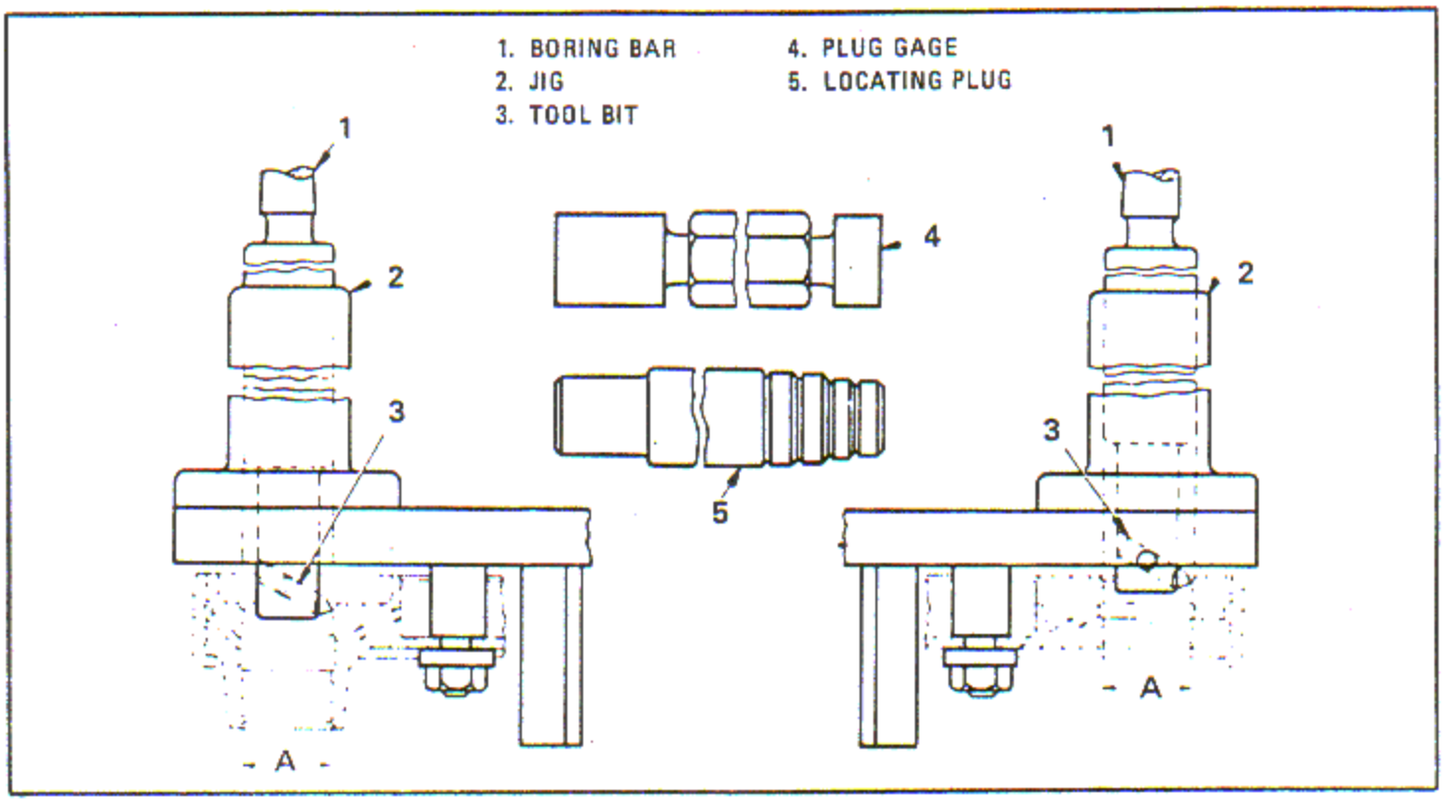

Figure 6-75. Reboring Bushing Holes
a. Clamp jig (2, figure 6-75) lightly to the support. Align jig with the bushing bore using plug A (5), which must be free in the jig (2) and housing bore, then clamp tightly.
b. Set tool bit (3) in boring bar (1) with a micrometer to obtain diameter A, which is 1.192 - 1.193 inches for 0.005 inch oversize and 1.197 - 1.198 inches for 0.010 inch oversize.
c. Align jig bushing with boring bar (1) in the spindle and clamp jig (2) to the drill press table. Bore out the support, checking with gage A (4) for a 0.005 inch oversize or gage B for a 0.010 inch oversize. Break the sharp edges.
a. Clamp jig (2, figure 6-75), lightly to the support. Align the jig with the bushing bore using locating plug (5), which must be free in the jig and support bore, then clamp tightly.
b. Set tool bit (3), in boring bar (1), with a micrometer to obtain a 1.192 - 1.193 inch diameter for 0.005 inch oversize, and a 1.197 - 1.198 inch diameter for 0.010 inch oversize.
c. Align jig bushing with boring bar (1) in the spindle and clamp jig (2) to the drill press table. Bore out the support, checking with plug gage A (4), for 0.005 inch oversize or gage B, for 0.010 inch oversize. Break sharp edges.